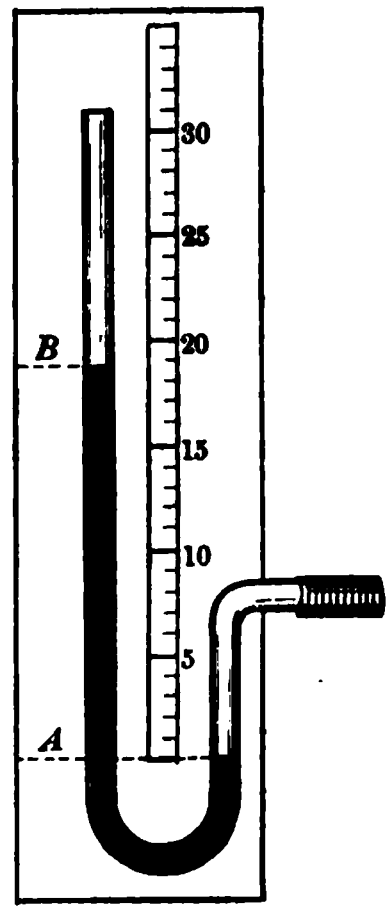

Fig. 131. Open manometer.
If we bend a piece of glass tubing as shown in figure 131, and partly fill the tube with colored water, we have a suitable gauge with which to measure the pressure of ordinary illuminating gas. This will usually cause a difference in the levels *A* and *B* of about 2 inches.
22. A city gas plant stands in a valley and a gas main runs from it to a house high on a hill above it. Will the gas pressure in the main, as measured by a manometer (Fig. 131), be greater at the gas works or at the house? Why?